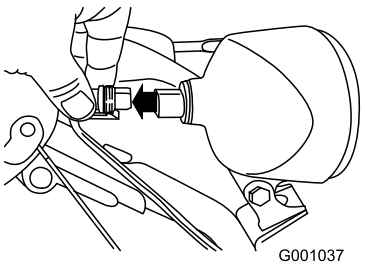

Figura 55
1. Togliete il connettore del cavo dal retro del faro (Figura 55).